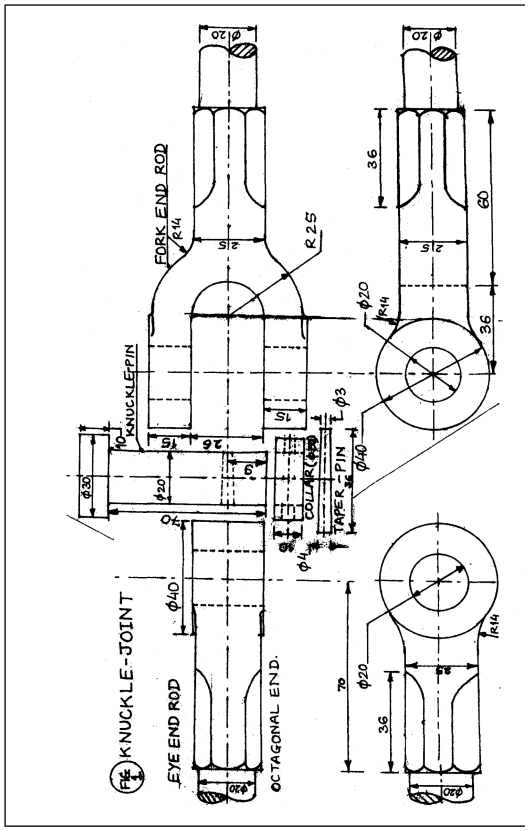

Fig. 1
3. Figure 1 shows the parts of a knuckle joint. Assemble these parts correctly and then draw the front view, full in section, to a scale full size.